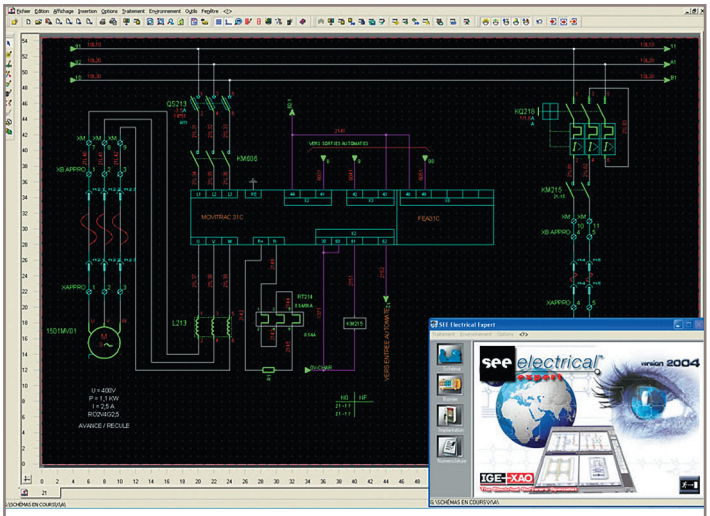

Рис. 5. Создание и редактирование электрических схем
- SEE Electrical Expert — специализированная электрическая система, позволяющая проектировать функциональные и электрические принципиальные схемы, разрабатывать электрические кабельные системы, системы автоматики и системы энергоснабжения, а также компоновать электрические панели и шкафы и прочие системы (рис. 5).